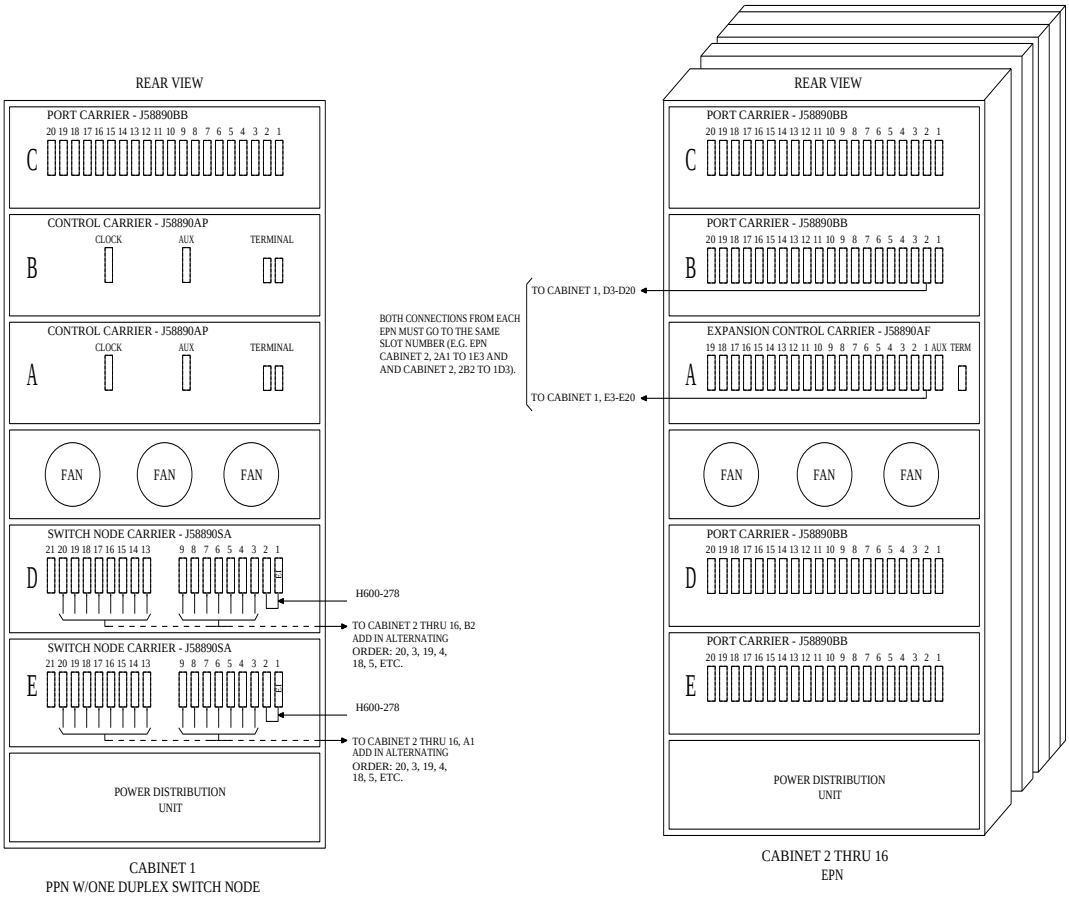

Figure 4-57. Fiber-Optic Connections through Center Stage Switch
1. Behind the PPN cabinet (see Figure 4-57):